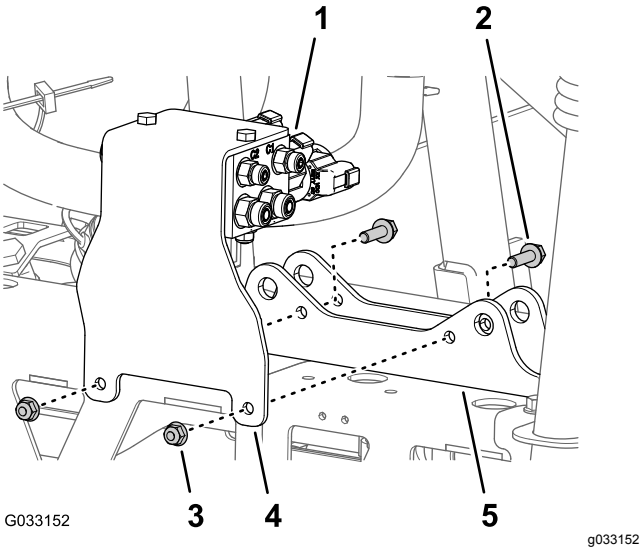

Figuur 67
3. Verwijder de 2 flensborgmoeren (5/16 inch) en 2 flenskopbouten (5/16 x 1 inch) waarmee de steunbeugel voor het verdeelstuk van de spuitboom is bevestigd aan de cilinderbevestiging, en verwijder het verdeelstuk en de beugel van de machine (Figuur 67).